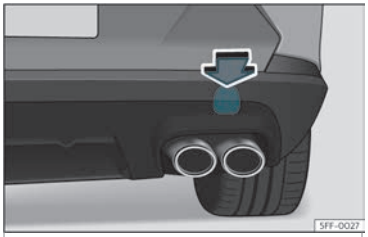

Abb. 45 Auf der rechten Seite des hinteren Stoßfängers: Abdeckung entfernen.
Die Abschleppöse wird in die hinter einer Abdeckung auf der rechten Seite des hinteren Stoßfängers befindliche Aufnahme eingeschraubt››› **Abb. 45** .
- Drücken Sie auf den oberen Bereich der Abdeckung››› **Abb. 45** und klinken Sie diese aus.